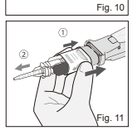

Fig. 11
f) Na het aanbrengen de hefboom loslaten. Schuif het schuifdeel terug en verwijder de mengnaald. Reinig de cartridge opening en herplaats de afsluitdop (Fig. 11).
f) Efter dispensering, udlæses stemplet. Træk røret tilbage og fjern blandespidsen. Rens magasinets spidser og sæt hætten på igen (Fig. 11).